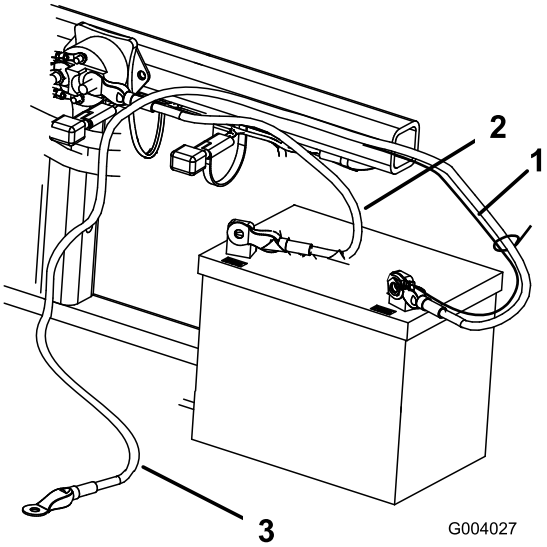

Figur 5
2. Fest den positive kabelen (rød) til den positive (+) terminalen med en 1/4 x 5/8 tommes bolt og mutter (Figur 5).
3. Fest den lille, svarte ledningen og den negative kabelen (svart) ved batteriets negative pol (-) med en bolt (1/4 x 5/8 tomme) og låsemutter (1/4 tomme) (Figur 5).